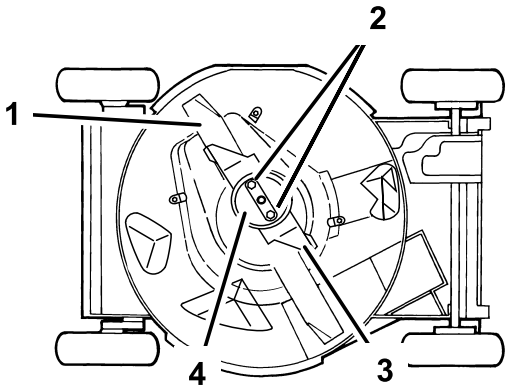

Figuur 34
4. Kantel de maaimachine op de **rechter** zijde (Figuur 34).
Pak het uiteinde van het mes vast met een doek of een dikke handschoen. Verwijder de mesmoeren, de antiscalpeercup, de versneller en het mes (Figuur 34).
5. Verwijder de mesmoeren, de antiscalpeercup, de versneller en het mes (Figuur 34).